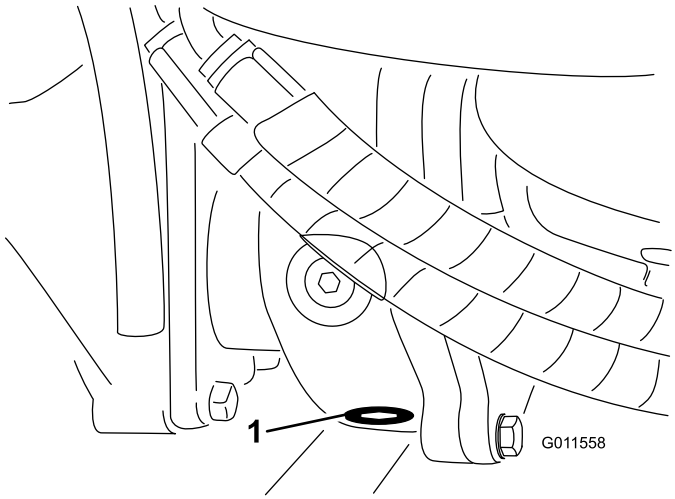

図 65
5. ギアボックスの底面にあるドレンプラグの周辺をウェスできれいにする図 65。